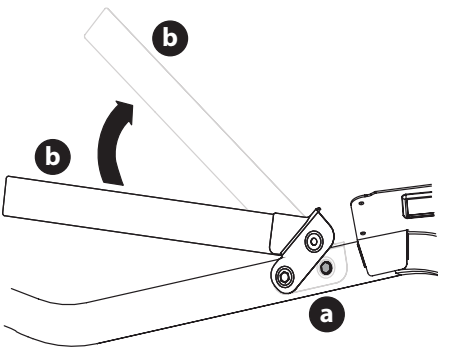

Fig. 4
1. Retirez les deux vis à bride hexagonales (a) partiellement installées sur le châssis (Fig. 4).
2. Faites pivoter le cerceau supérieur (b) pour le mettre en position appropriée (Fig. 4).